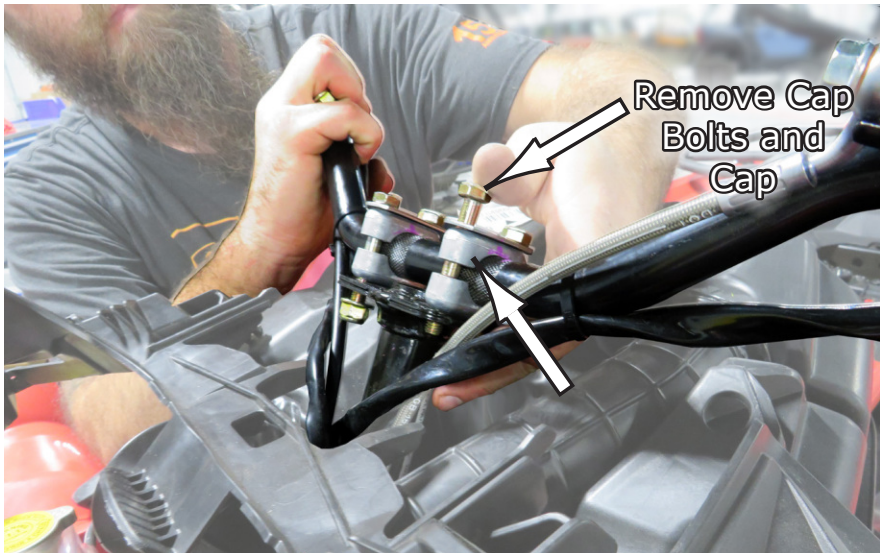

**Fig.38**
**33**. Now you'll need to remove a few things to gain access to the steering rods etc. First you need to remove the handle bar cap that holds them on so you can lift the bars out and pull them back out of the way a little. **Fig.38** shows removing the cap.